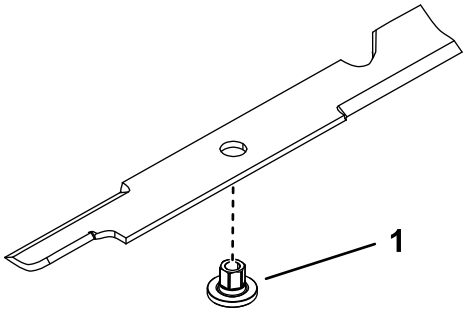

Figuur 79
1. Monteer de lagerbus door het mes met de flens van de lagerbus op de onderste kant van het mes (Figuur 79).